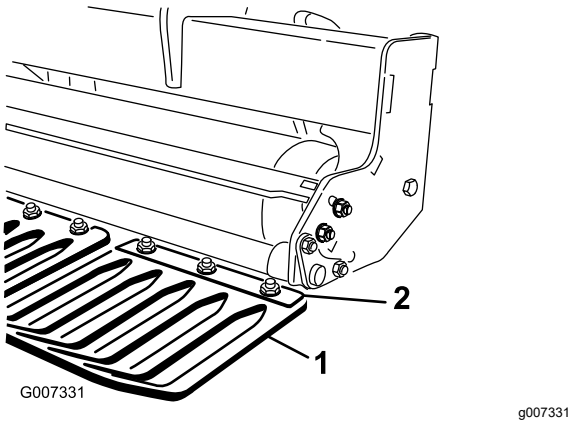

**Figuur 17**
1. Zet de moeren los waarmee de klemmen van de beschermvingers bevestigd zijn aan de werktuigenbalk van de beschermvingers (Figuur 17).